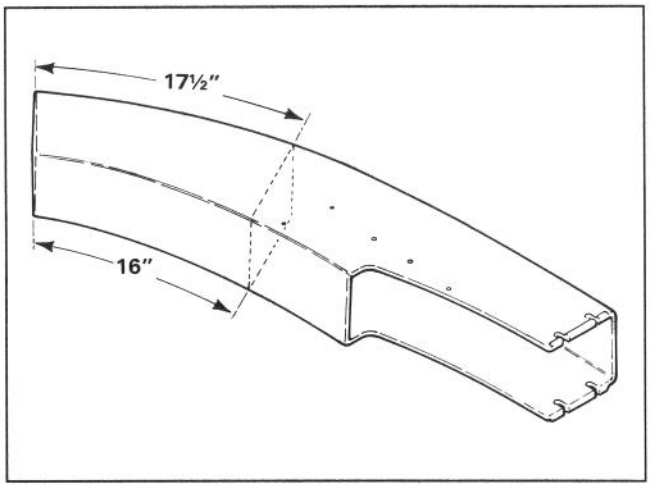

Figure 28
1. Using dimensions shown in figure 28, use a tape measure and mark the chute.